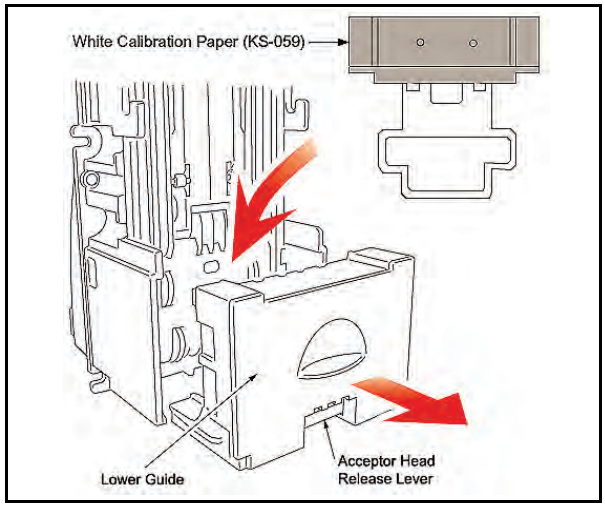

Figure 6-12 Inserting White Calibration Paper
7. Remove the Cash Box and place the White reference paper into the lower guide (See Figure 6-12). Start the White Paper Adjustment Procedure (Adjustment Item #2) by clicking the 'Yes' Yes Screen Button.